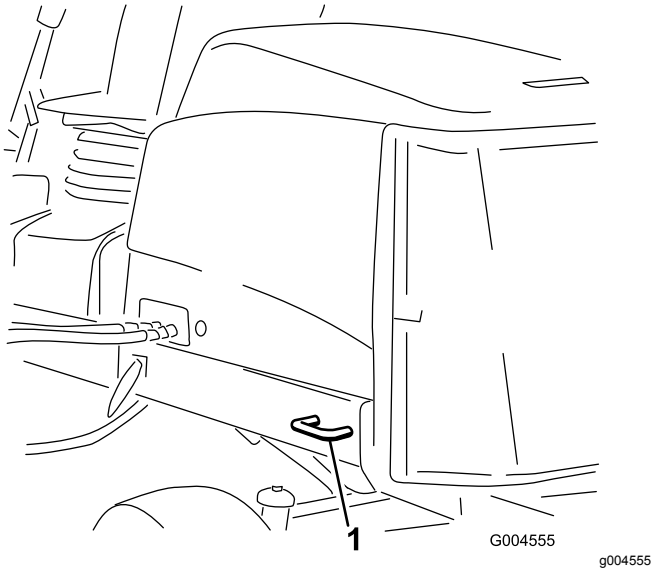

Figur 73
- Bak – på hver side av maskinen på den bakre rammen (Figur 73)